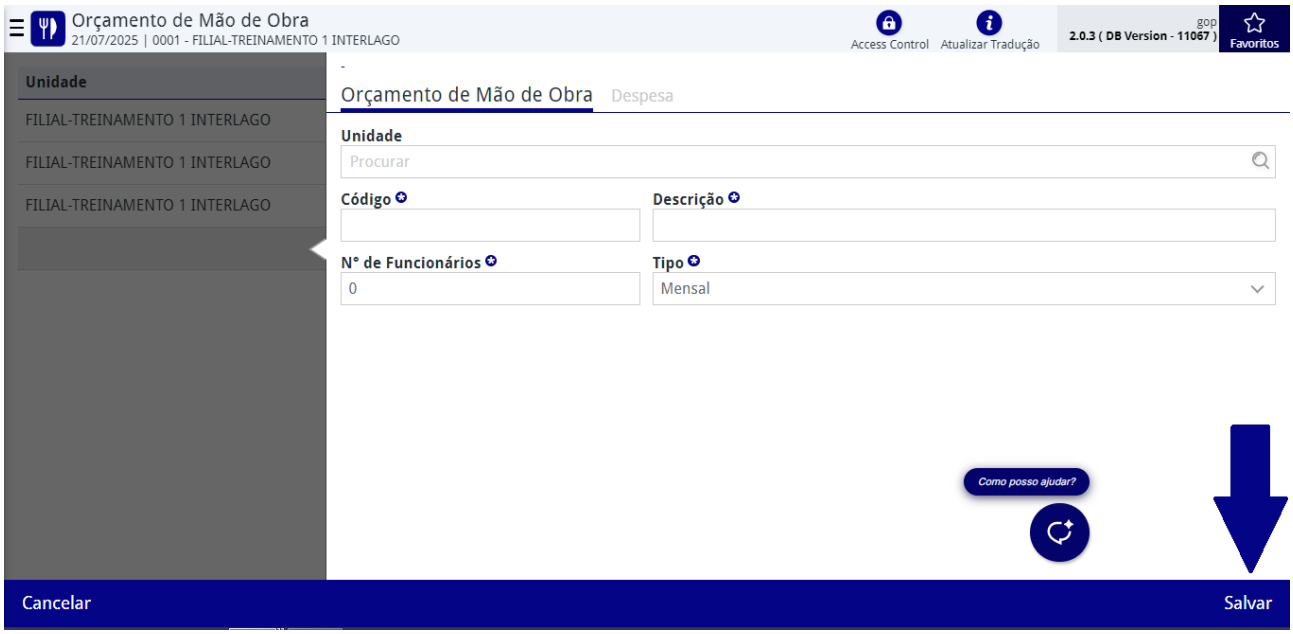

Figura 97: Salvar
4. Clique em **Salvar** (Figura 97).